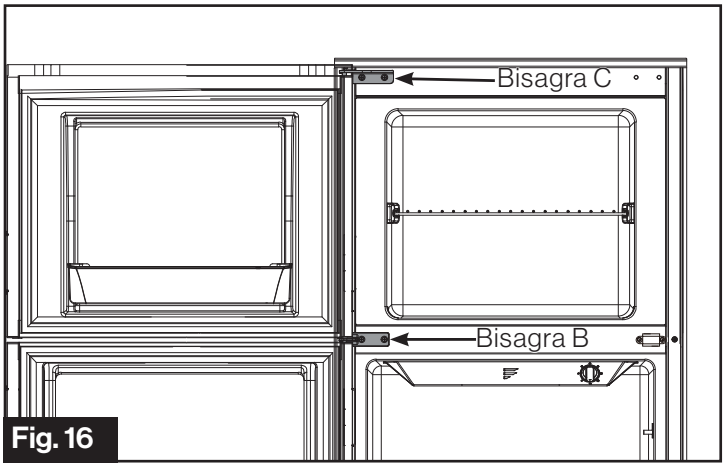

Fig. 16
8. Reinstale la puerta del congelador y luego fije la bisagra C en la parte superior izquierda. (Fig. 16)